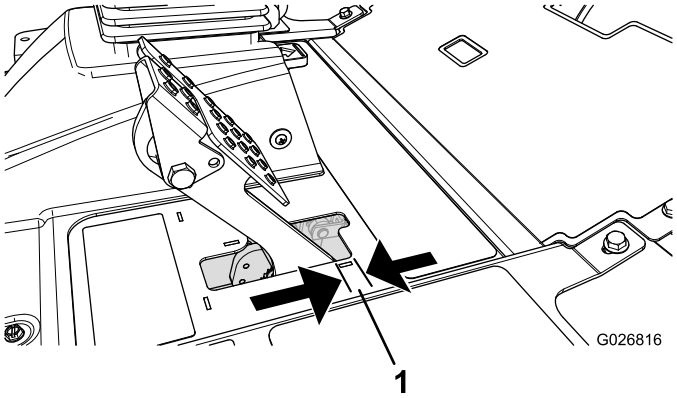

Figur 65
Juster bremsene når det er mer enn 2,5 cm frigang (Figur 65) på bremsepedalen, eller når det kreves mer bremsekraft. Frigang er avstanden bremsepedalen kan beveges før du merker bremsemotstand.
2. Trekk til den bakre mutteren for å flytte kabelen bakover til bremsepedalene har en frigang på 6 til 13 mm (Figur 65), før hjulene låses.